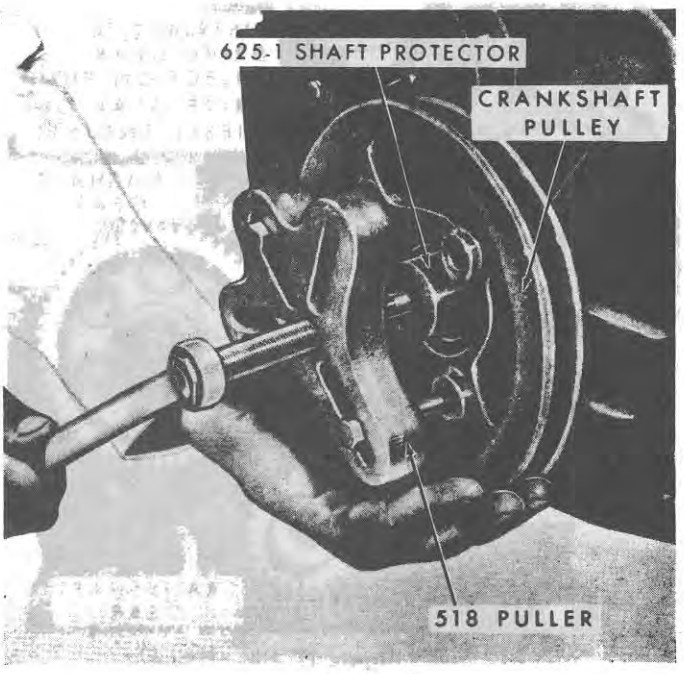

Figure 25
1. Remove the fan belt. Remove the bolt and washer from the crankshaft pulley, Figure 24, using Puller No. 518 and Shaft Protector No. 625-1, as shown in Figure 25. To use the puller for this purpose, $\frac{7}{16}$ in. $\times$ 14 UNC bolts have to be used and the slots in the puller enlarged.